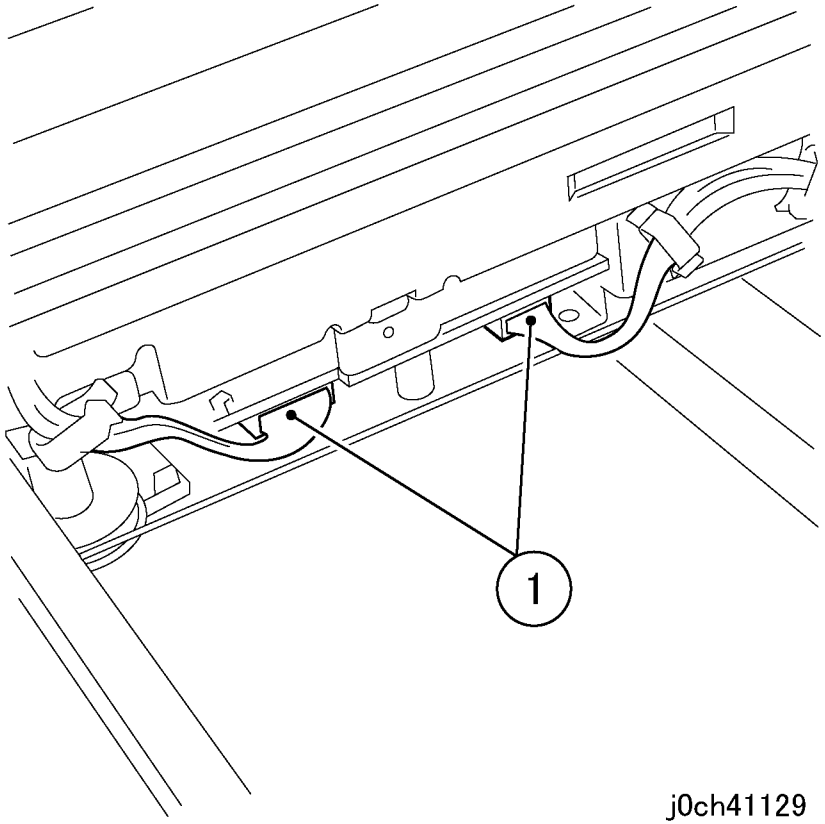

Рисунок 5 Отсоединение разъемов (j0ch41129)
6. Отсоедините разъемы (рисунок 5).